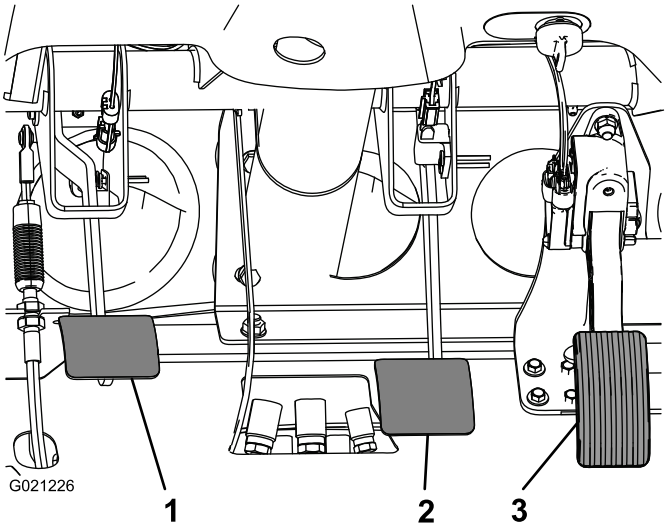

**Figur 63**
2. Løft op i bremsepedalen (Figur 63), indtil den berører stellet.
3. Løsn kontramøtrikkerne, der fastgør gaflen til hovedcylinderakslen (Figur 63).